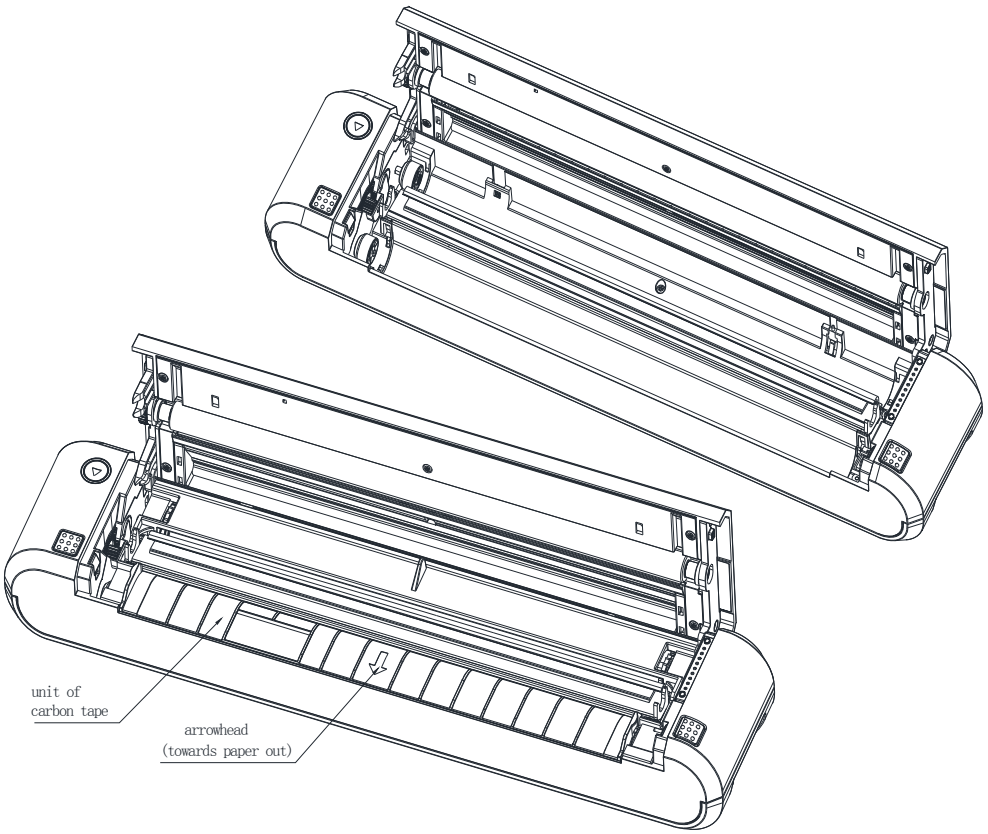
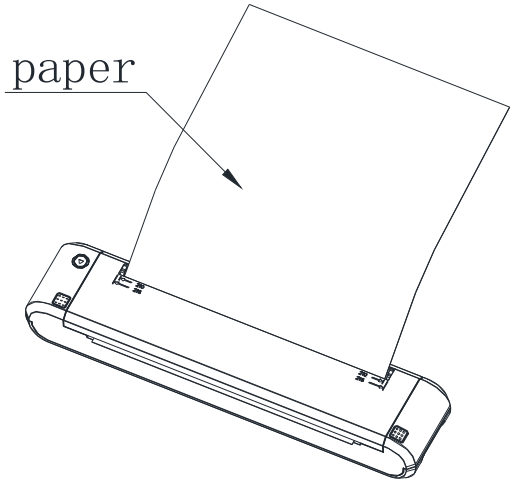

Fig.2-3
Fig.2-4
1. As shown in Fig 2-3, press the cover opening buttons on the left and right sides with both hands at the same time to open the flip cover model, and put the ribbon consumables into the machine. Note that the arrow mark of the consumables faces the paper exit side. Press the flip cover with both hands to close it (make sure the left and right sides are closed in place). You can see that the current indicator light is flashing green. As shown in Fig 2-4, according to the paper width mark at the paper inlet, directly put in a single piece of A4 printer paper (put it in place, you can see the green indicator light is always on), release the paper, and automatically detect the appropriate length of paper to be sucked in. Press the FEED key 【△】 to manually adjust the paper feed length.
4. When using A4 thermal paper, do not place ribbon consumables. Refer to Figure 2-3 to install the paper.